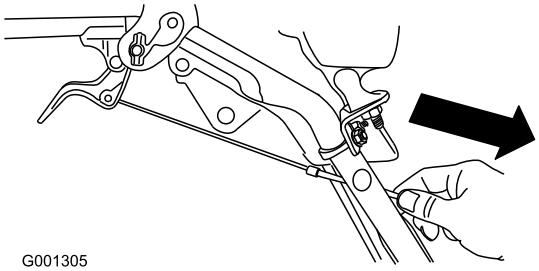

Figur 9
4. Dra försiktigt ned kabelhöljet tills hjulkopplingsspaken dras ned och kabeln inte längre är slak, dra sedan åt muttern på kabelklämman ordentligt (Figur 9).